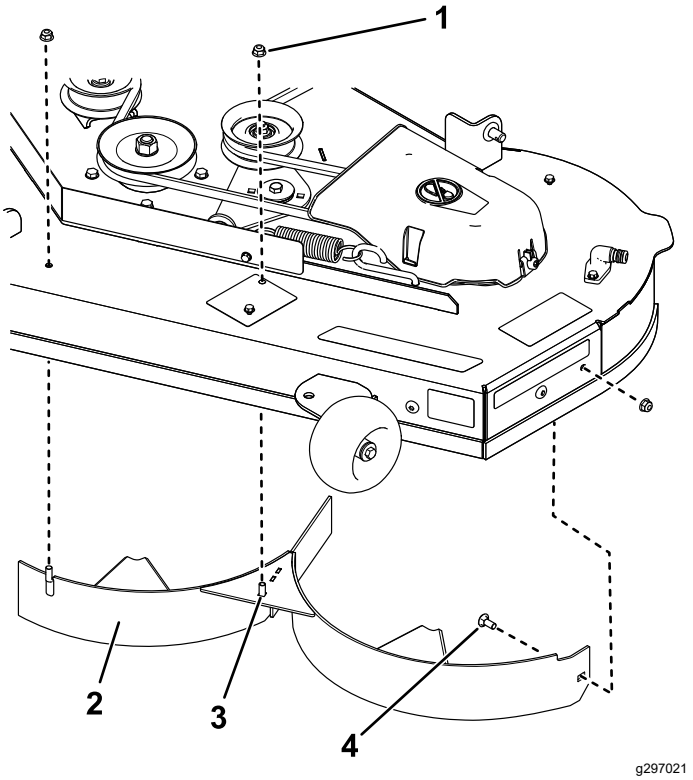

Rysunek 14
7. Odkręć 2 nakrętki zabezpieczające (5/16 cala) ze spawanych wypustów na lewej przegrodzie (Rysunek 14).
1. Nakrętka zabezpieczająca – 5/16 cala (3)
3. Spawany wypust (2)
8. Odkręć śrubę podsadzaną i nakrętkę zabezpieczającą mocujące lewą przegrodę do podwozia tnącego i wyjmij przegrodę (Rysunek 14).
9. Odszukaj wśród drobnych części 2 śruby i wraz z dotychczasowymi nakrętkami zabezpieczającymi wkręć je w otwory pokazane na Rysunek 14, aby zabezpieczyć podwozie tnące przed wydostawaniem się zanieczyszczeń.